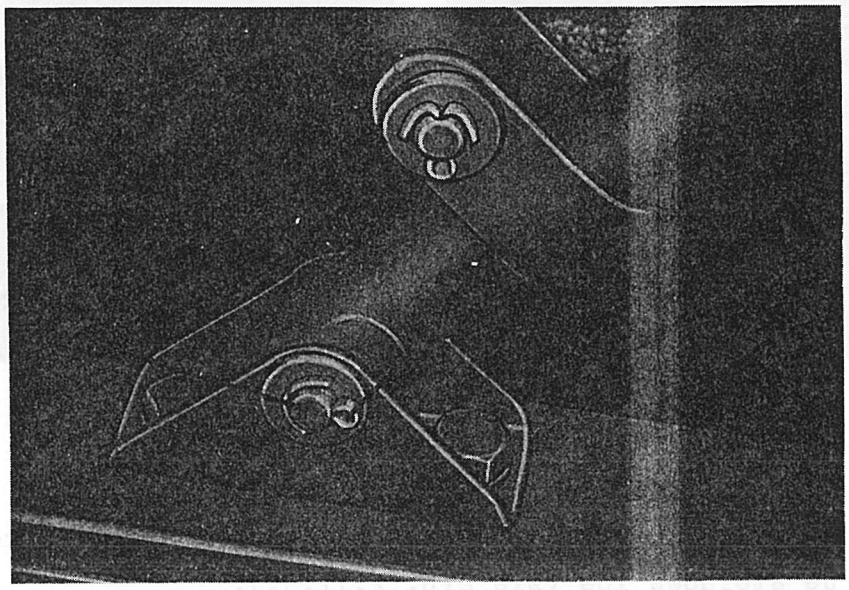

Afb. 2.17.1. Scharnieren van de kaptogen
a. Verwijderen (afb. 2.17.1.).
(1) Verwijder de portieren.
(2) Neem de lippen los waarmee het zeilwerk aan de carrosserie is bevestigd en haak het zeilwerk los.
(3) Klap de zijkanten en achterkant omhoog.
(4) Neem de riemen aan de achterzijde los.
(5) Neem de sluitingen boven de zonnekleppen op de voorruit los en klap de kaptogen naar achteren.
(6) Verwijder de twee splitpennen (2) uit de scharnierpennen (1) in de scharnieren van de kaptogen op de carrosserie.
(7) Verwijder de scharnierpennen (1) uit de scharnieren en neem **de kaptogen met het zeilwerk van het voertuig.**
b. Aanbrengen (afb. 2.17.1.)
(1) Plaats de kaptogen met het zeilwerk in neergeklapte toestand op het voertuig en breng de scharnierpennen in de scharnieren aan.
(2) Borg de scharnierpennen (1) met de splitpennen (2).
(3) Klap de kaptogen met het zeilwerk naar voren en zet vast met de sluitingen boven de zonnekleppen op de voorruit.
(4) Maak de twee riemen aan de achterzijde vast.
(5) Klap de zijkanten en de achterkant omlaag en zet vast met de lippen.
(6) Breng de portieren aan.